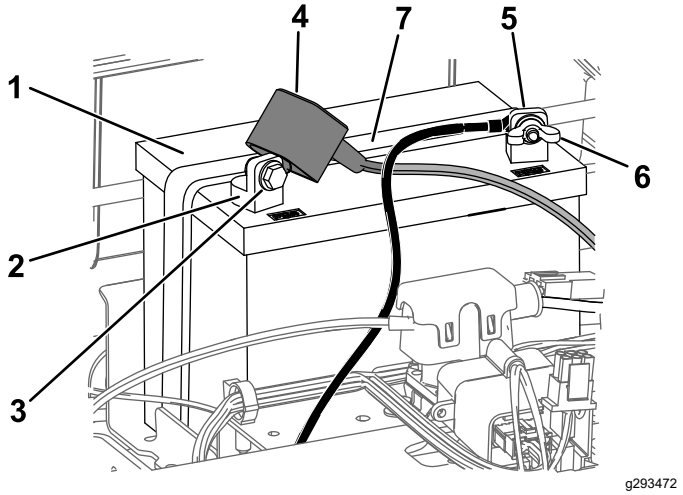

Figuur 49
4. Maak de minkabel (zwart) los van de accupool (Figuur 49).
6. Maak de pluskabel (rood) los van de accupool (Figuur 49).
7. Verwijder de bevestigingsband van de accu (Figuur 49) en til de accu uit de accubak.
1. Plaats de accu in de bak (Figuur 49).
5. Zet de accu vast met de bevestigingsband (Figuur 49).